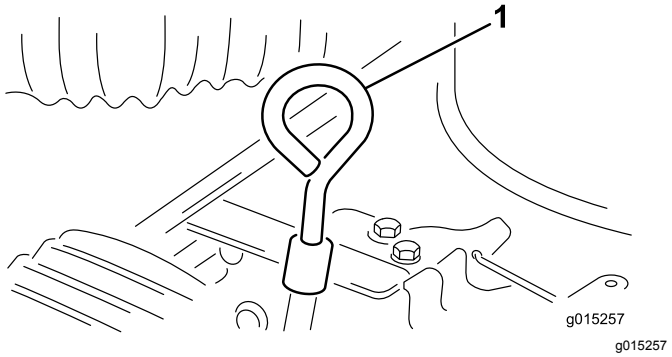

Figuur 8
2. Maak de omgeving van de peilstok schoon, zodat er geen vuil in de vulopening kan komen, wat in motorschade kan resulteren (Figuur 8).